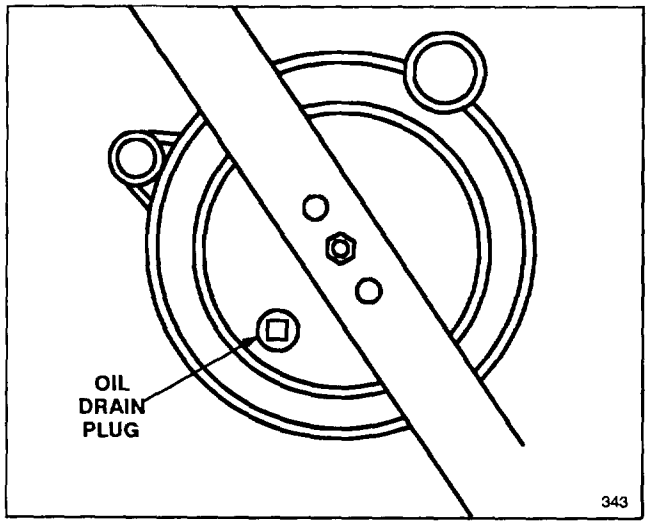

Figure 15
4. Remove drain plug (Fig.15) from underside of mower using a 3/8" male square drive.